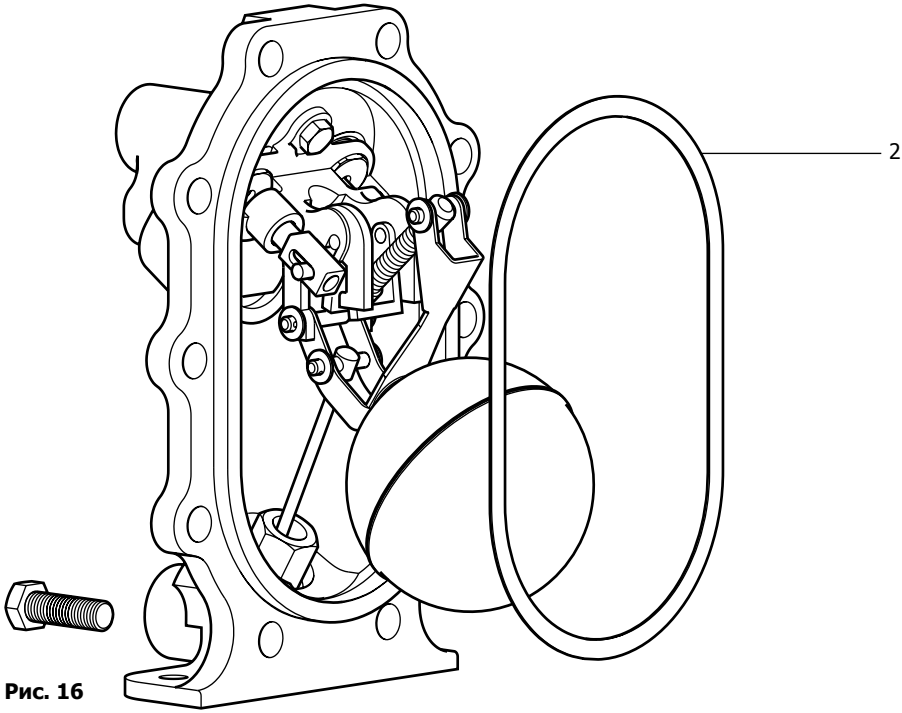

Рис. 16
3. Установите новую прокладку (позиция 2) на корпус (см. рис.16).